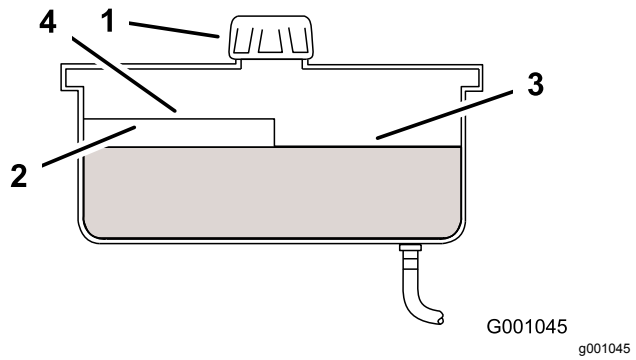

Figur 52
4. Rengør området omkring hydrauliktankens dæksel og påfyldningsstuds (Figur 52).
5. Fjern dækslet fra påfyldningsstudsen. Kig i tanken for at se, om der er væske i beholderen (Figur 52).
Bemærk: Når væsken er varm, er væskeniveauet i toppen af varm-niveauet på pladen (Figur 52).